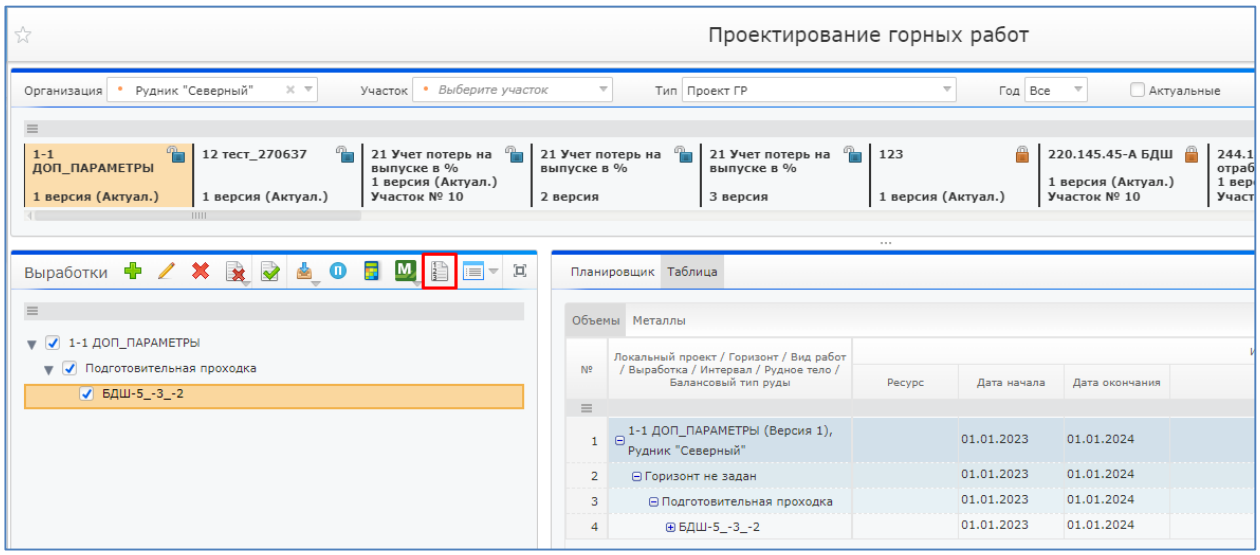

Рисунок 34. Кнопка «Очередь и стадия работ»
2. В блоке «Выработки» отметить одну или несколько выработок и нажать на кнопку «Очередь и стадия работ» (Рисунок 34);